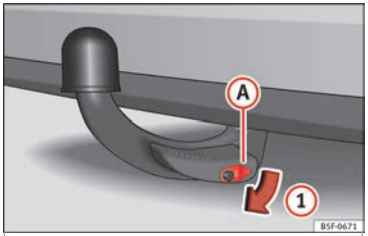

Fig. 186 Removing the lock cover.
- Remove cover (A) from the lock in the direction of arrow (1) ››› **Fig. 186**.